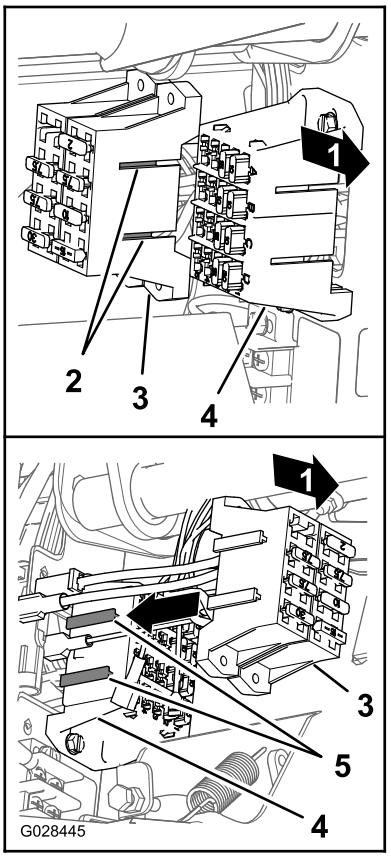

Figur 26
4. Ret T-fittingerne på sprøjtens sikringsblok ind efter T-åbningerne på maskinens sikringsblok, og skub sprøjtens sikringsblok i åbningerne, indtil sikringsblokken er sat helt i (Figur 26).